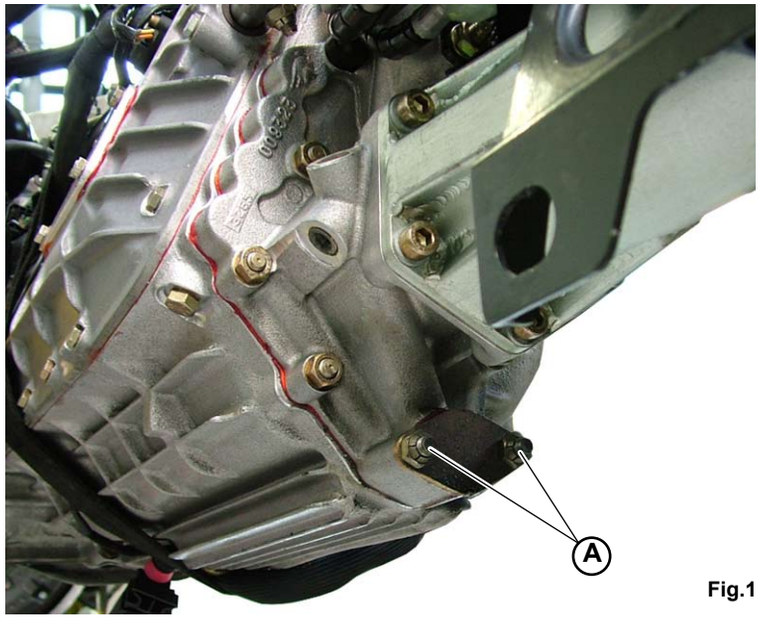

Fig.1
1. Unscrew the screws (**A-Fig.1**).